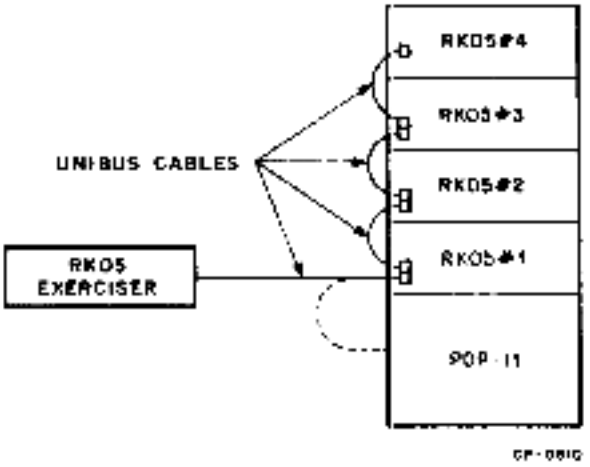

Figure 2-2 RK05 Exerciser to Multiple RK05 Disk Drives Connection Diagram
2. To connect the RK05 Exerciser to four RK05 Disk Drives, the Unibus cable is installed as follows (Figure 2-2):